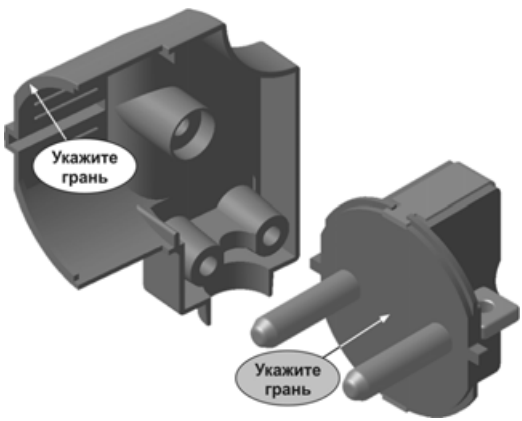

Рис. 7.37
- Нажмите кнопку **Совпадение** и укажите пару плоских лицевых граней на **Крышке** и **Вкладыше** — чтобы указанные грани расположились в одной плоскости (рис. 7.37).